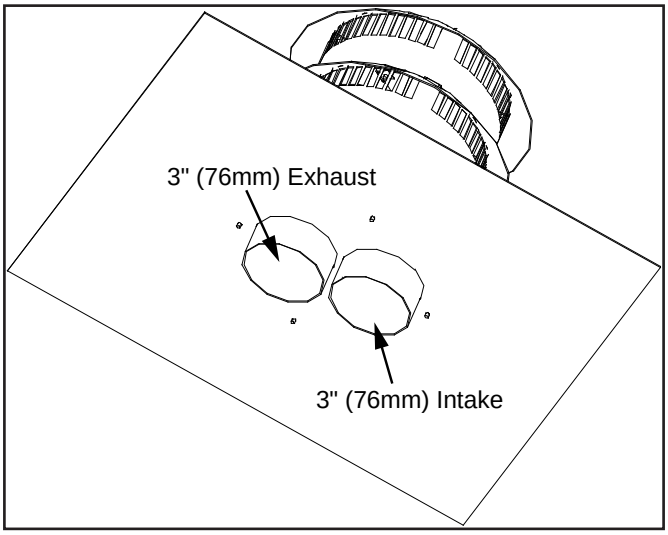
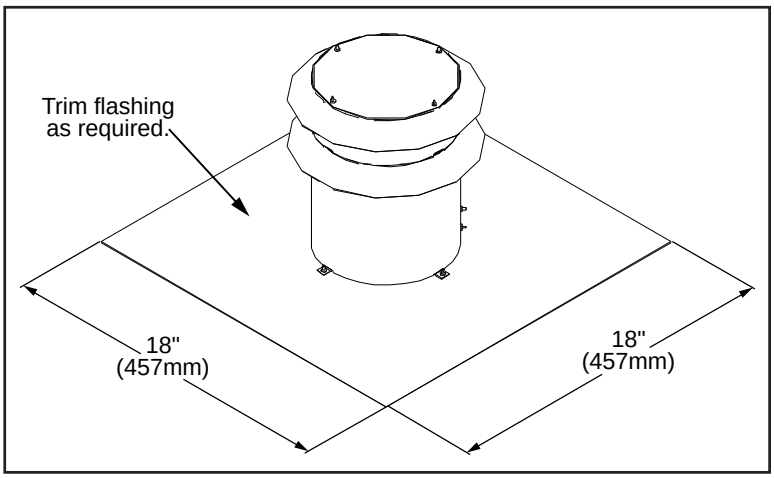

Figure 26: Generic Vent Cap Underside.
Figure 28: Generic Vent Cap Dimensions.
4. Most vent caps can be installed onto chimneys with flue openings up to 16" (406mm) x 16" (406mm) and the actual flashing is 18"x18" (refer to Figure 28). If the chimney is smaller the cap should be trimmed down and folded over.
5. Apply a bead of stove cement sealant to the top section of the Ø3" (76mm) exhaust vent collar plate. Slide the Ø3" (76mm) flex vent over the flue collar and secure with three (3) sheet metal screws evenly spaced.
6. Place a bead of high temperature silicone on the intake collar of the fireplace, slide the Ø3" (76mm) flex intake liner over the collar, secure the flex liner with three (3) sheet metal screws evenly spaced.
7. At the top of the chimney, apply a bead of stove cement sealant to the Ø3" (76mm) pipe of the exhaust vent terminal (refer to Figure 26). Slide the flex liner onto the vent terminal and secure with three (3) sheet metal screws evenly spaced.
8. Place a bead of high temperature silicone on the intake collar of the vent terminal (refer to Figure 26). Slide the Ø3" (76mm) flex intake liner over the collar, secure the flex liner with three (3) sheet metal screws evenly spaced.